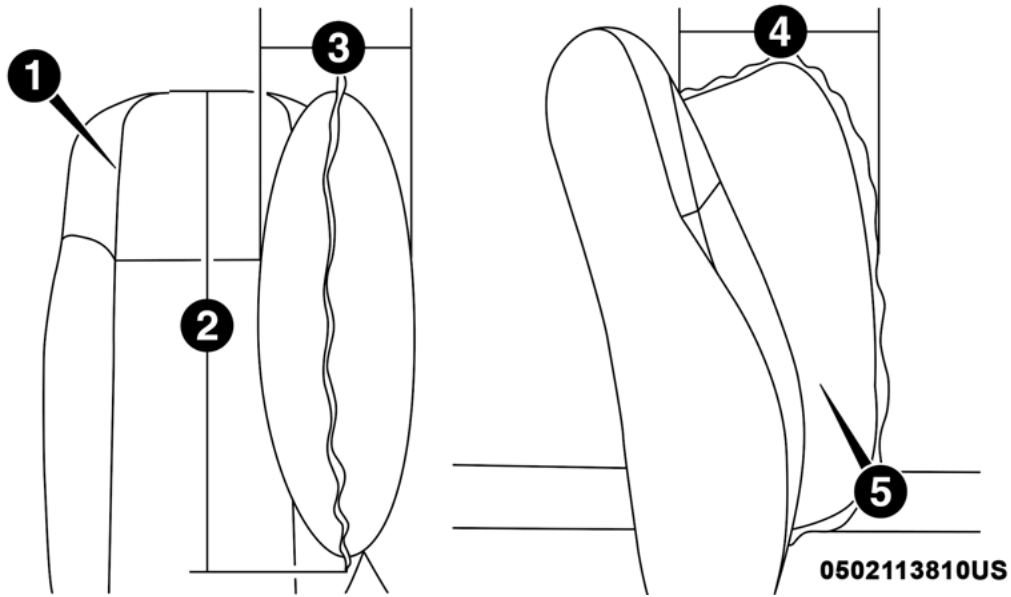

Figure 6 - Supplemental Seat Mounted Side Air Bag Deployment Zone depicts the following:
4. Supplemental Seat-Mounted Side Air Bag (SAB) Deployment Zone (Figure 6)